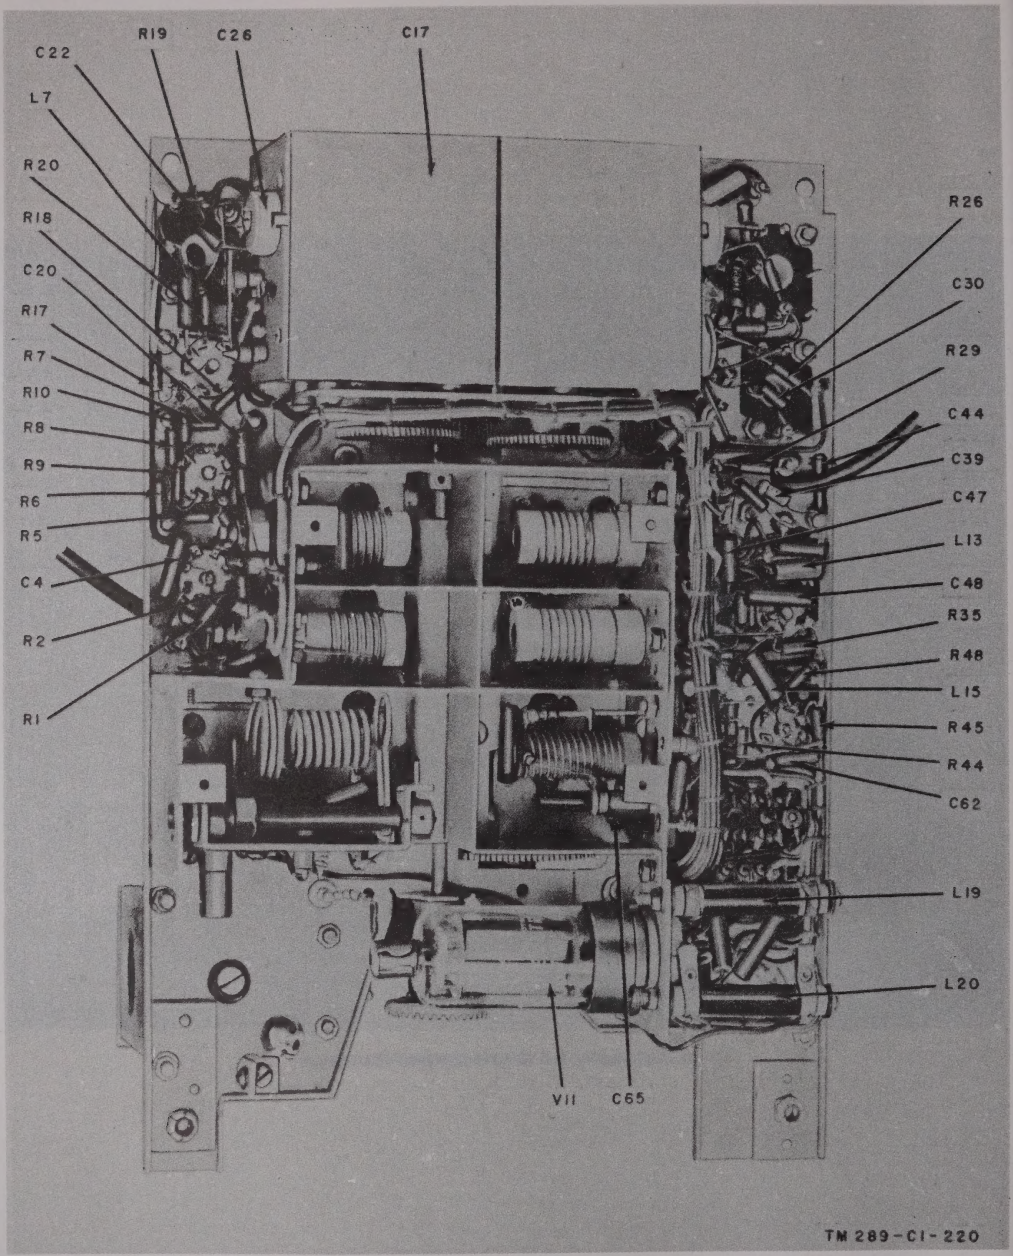

Figure 44. R-f chassis, wiring side, oblique view of top edge, for early models.
(1) Inspect the electron tubes for loose envelopes, cracked sockets, and firm seating. Check for a loose cap connection on power amplifier V11 (fig. 44). Check the emission of tubes. Check the seating of the crystals in the crystal switch assembly (fig. 5).